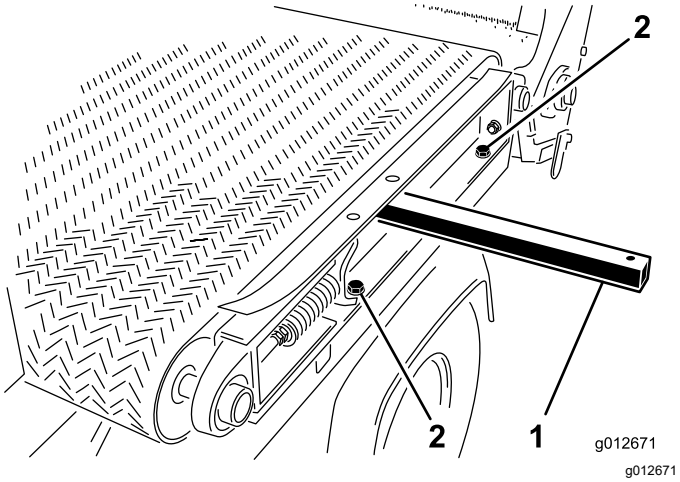

**Figur 34**
5. På venstre side av maskinen fjerner du to hodeskruer og to skiver som fester gliderammeskinnen til venstre skjerm (Figur 34).
1. Sett en løftestang gjennom hullet ved venstre gliderammeskinne, og hev løftestangen for å vippe rammeskinnen litt. Se Figur 34 i Demontere skyveplanet (side 23).